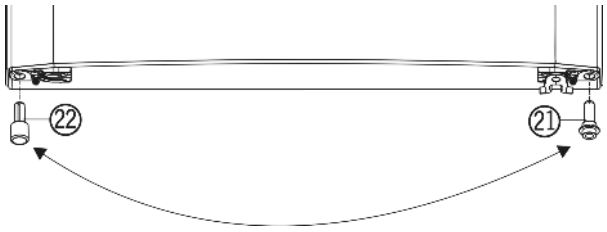

Fig. 5
- ▶ Remove the spacer *Fig. 5 (22)* from the bottom left of the door.
▶ Push the spacer *Fig. 5 (22)* into the bottom right of the door.